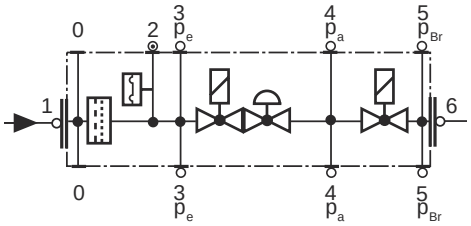

Рис. 17
- Заменяйте фильтр, если разница давления между точками 1 и 3 (Рис. 17) $\Delta p > 10$ мбар.